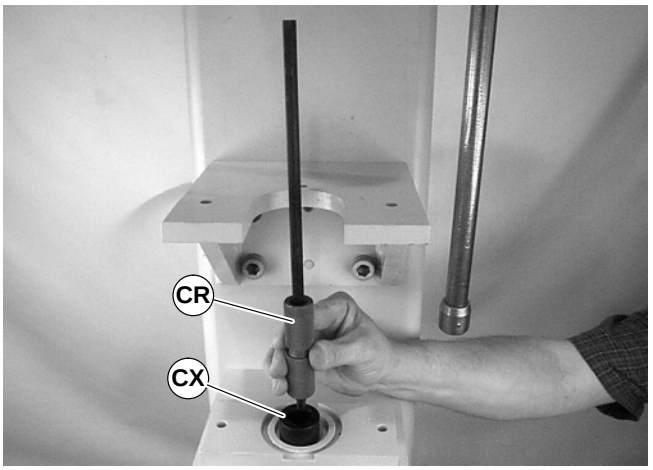

Figure 41
4. Orient bearing anvil/sleeve removal tool (CX of Figure 41), part number 25–09, with cavity facing up and place pulley (CR) onto tool.